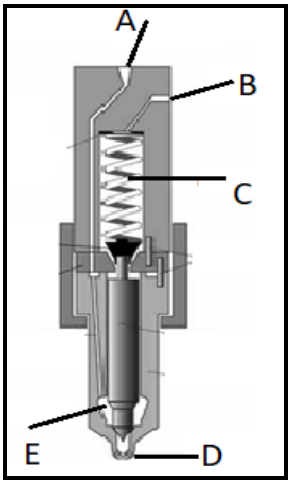

FIGUUR 1 (5)
1.2 Bestudeer FIGUUR 1 en voorsien byskrifte vir die verskillende komponente van die dieselbrandstofstelsel. Skryf die antwoord langs die vraagnommer (A–E) in die ANTWOORDBOEK neer.
1.3 Verduidelik die funksies van die item wat deur FIGUUR 1 verteenwoordig word. (2)